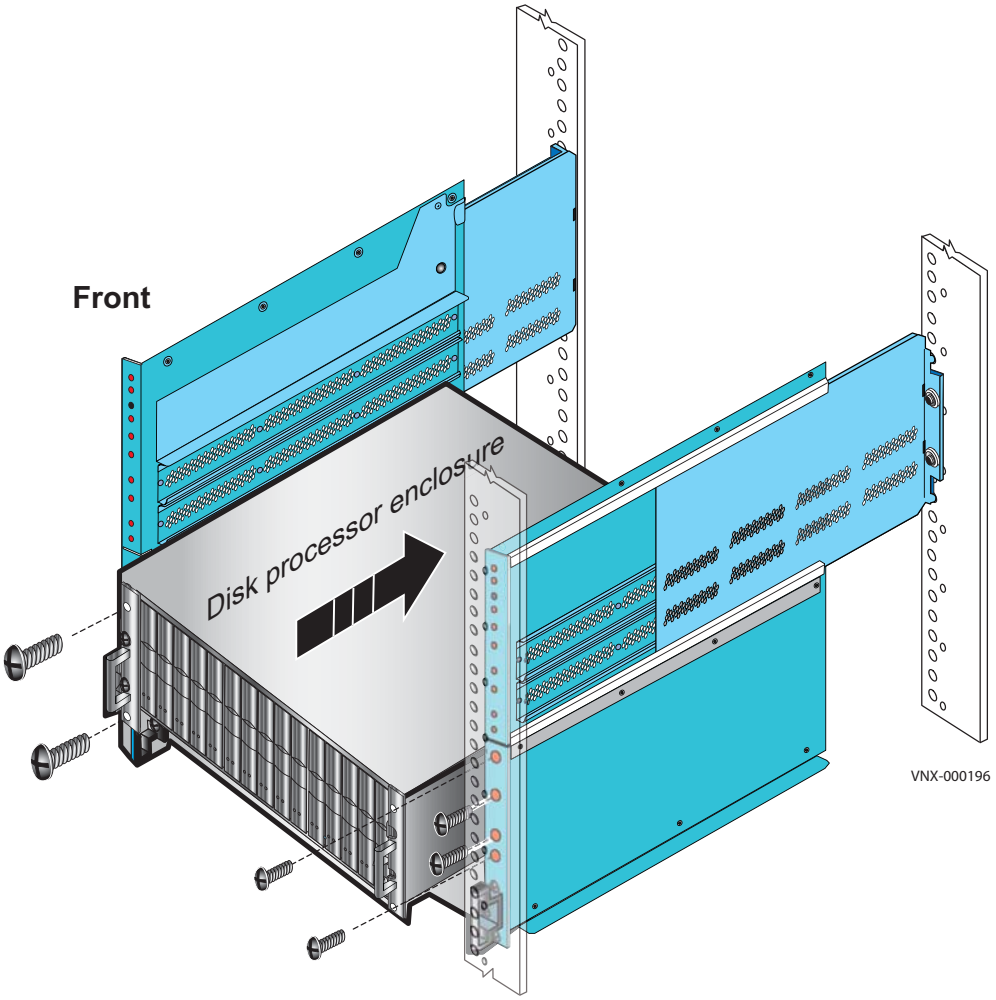

**Figure 10** Installing DPE
3. Slide the disk processor enclosure (DPE) into the slot above the SPS as shown in Figure 10 on page 21. Ensure the enclosure is fully in the cabinet. The rail stops in the back will seat into the back of the enclosure at the correct depth, and the front of the enclosure will be flush with the cabinet face.
4. Working in a diagonal pattern bottom left and top right, bottom right and top left, attach, but do not tighten, the component by inserting the four screws through the DPE, the cabinet rail and into the gang rail as shown in Figure 10 on page 21.